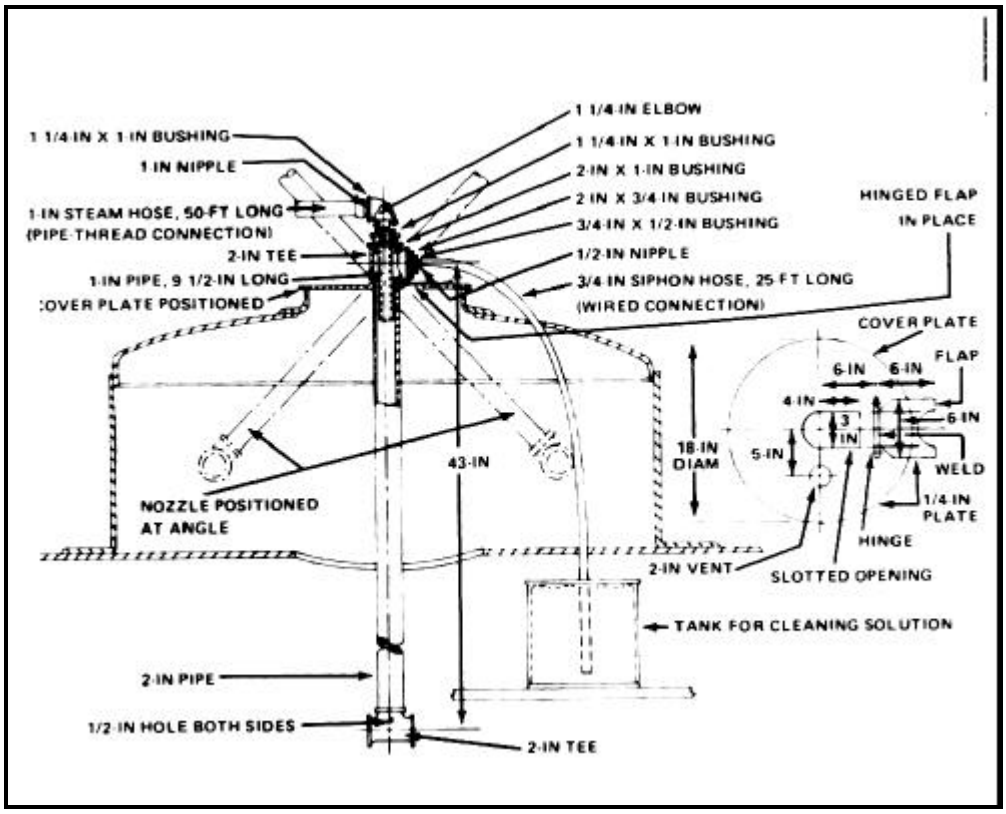

Figure 12-20. Steam spray nozzle and cover plate
•Obtain or make a steam spray nozzle and cover plate as shown in Figure 12-20, page 12-28.